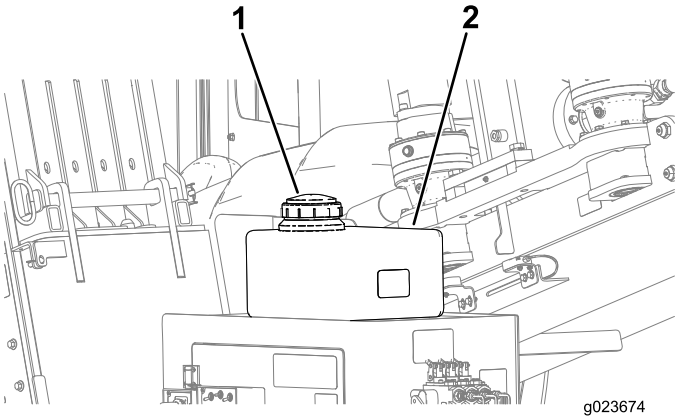

Rysunek 126
C. Zdjąć korek ze zbiornika płynu niezamarzającego pompy płuczki wiertniczej (Rysunek 126).
D. Sprawdzić, czy zbiornik płynu niezamarzającego jest pełny (Rysunek 126).
D. W razie potrzeby dolać płynu niezamarzającego do zbiornika (Rysunek 126).
5. Założyć korek na zbiornik płynu niezamarzającego (Rysunek 126).